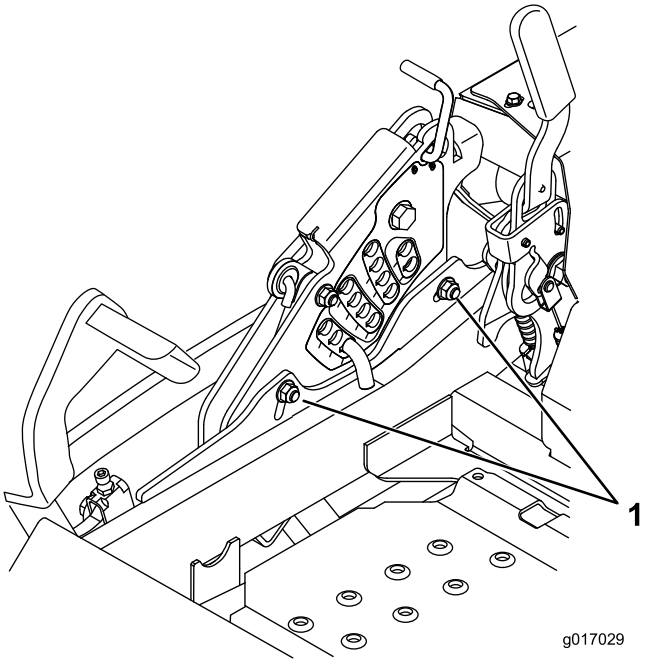

**Figur 88**
12. Løsn de to bolte nederst på klippehøjdepladen for at justere enkeltpunktssystemet. Se Figur 88.
14. Stram de to bolte nederst på klippehøjdepladen (Figur 88). Spænd til 37-45 Nm.